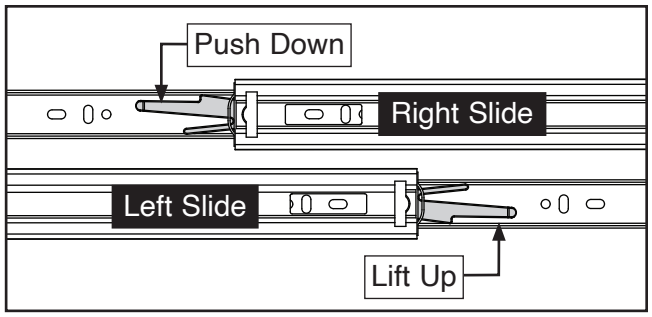

Figure 4. Removing drawers.
2. Simultaneously lift lever *up* on left drawer slide, while pushing lever *down* on right drawer slide, then remove drawer from chest (see **Figure 4**).